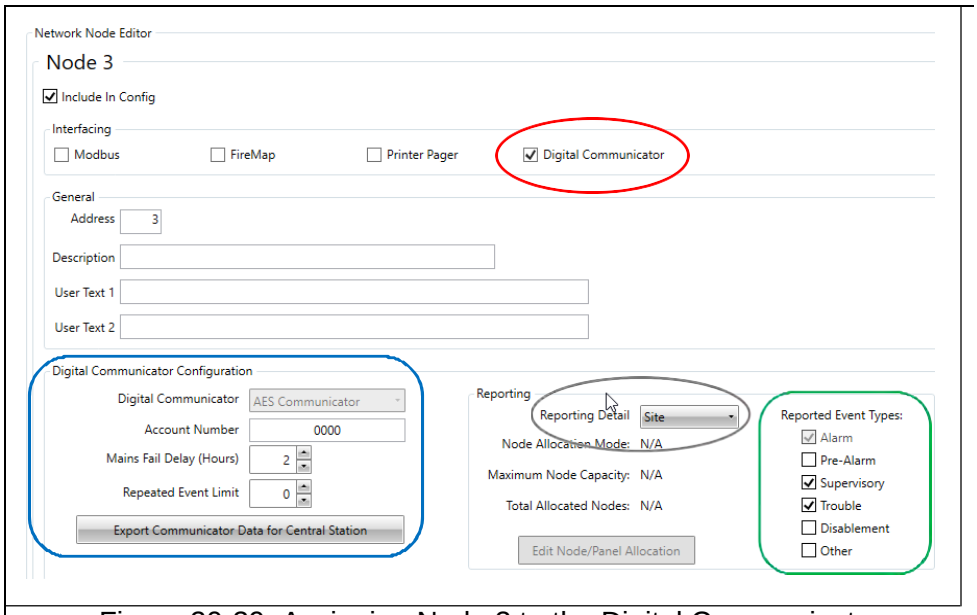

Figure 20-39: Assigning Node 3 to the Digital Communicator
- In FireUtils' Component Tree, click on Node 3 and, in the "Network Node Editor", check the "Digital Communicator" tick box (Figure 20-39, red oval).
- Set the configuration parameters for the Digital Communicator in the "Digital Communicator Configuration" popup box (Figure 20-39, blue square), which event types will be reported (Fig Figure 20-39, green square), and the level of reporting detail (Figure 20-39, grey oval)